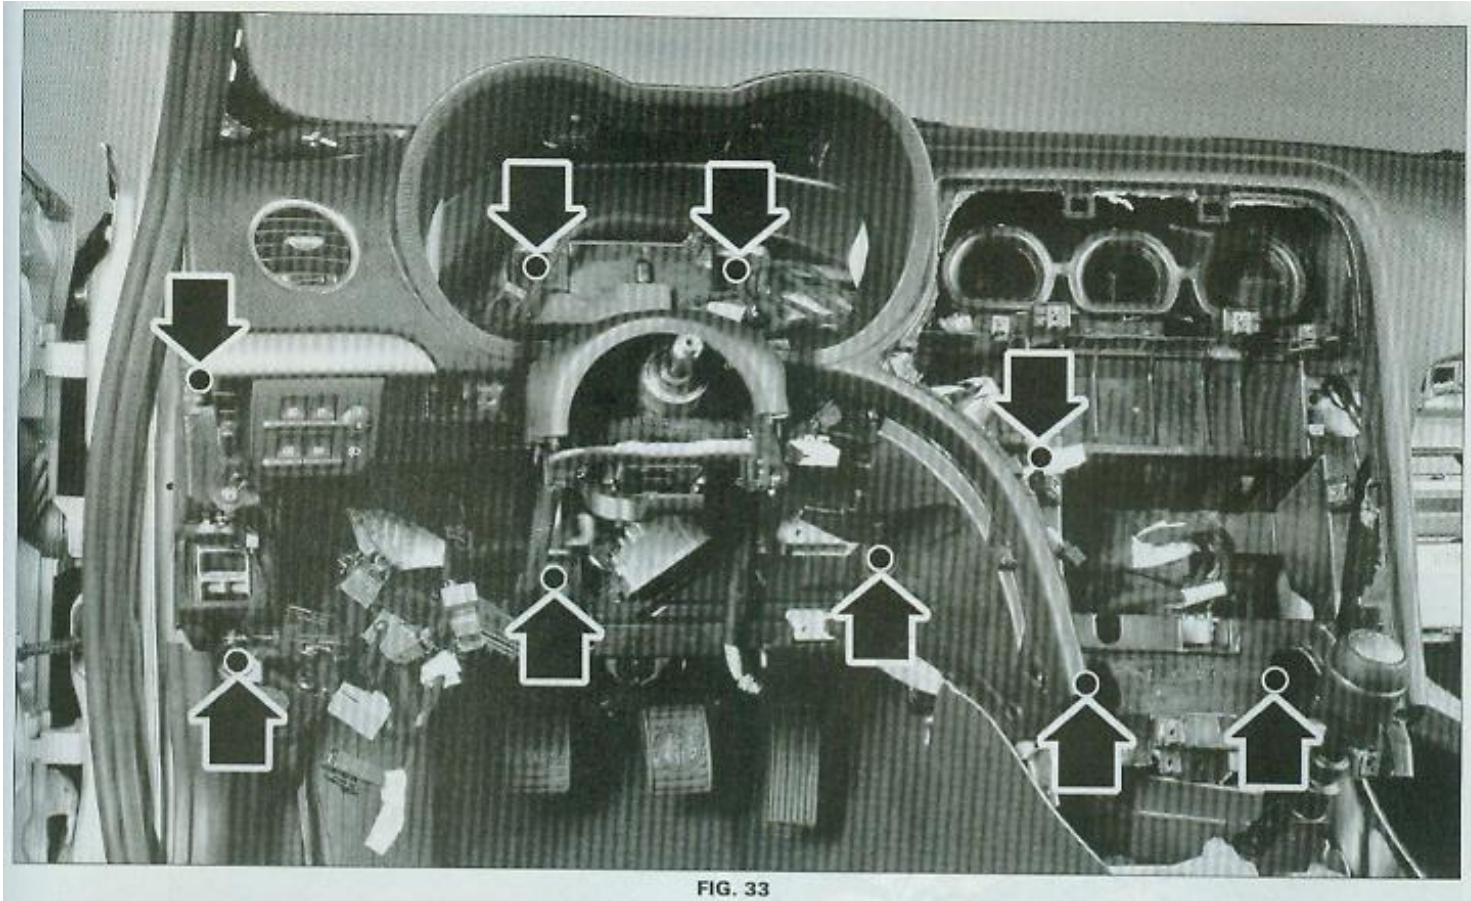

FIG. 33
• Procéder à la dépose de l'ensemble des vis (Torx T27) de fixation principale de la planche de bord (**Fig.33 et 34**).